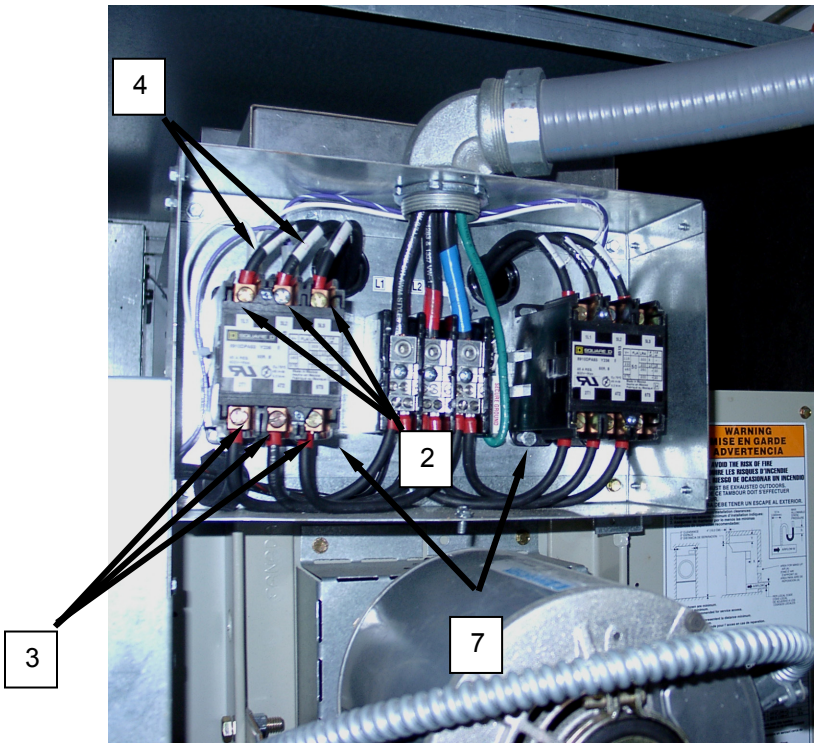

Figure 3. Test the Heat Contactors.
3. Locate the two heat contactors **(Figure 3, Item 7)**.
5. Check for 210 VAC across primary terminals L1, L2, and L3 **(Figure 3, Item 2)**. If no voltage is present, refer to WP 0010 for dryer troubleshooting procedures.
6. Use a voltmeter to check for 210 VAC across secondary terminals T1, T2, and T3 **(Figure 3, Item 3)**.
9. Disconnect the white and red wires **(Figure 3, Item 4)** from the contactor control circuit, and use an ohmmeter to test for 0 to 2 ohms across the two terminals. Replace an open contactor.
10. Reconnect the white and purple-and-white striped wires **(Figure 3, Item 4)** to the contactor control circuit terminals.